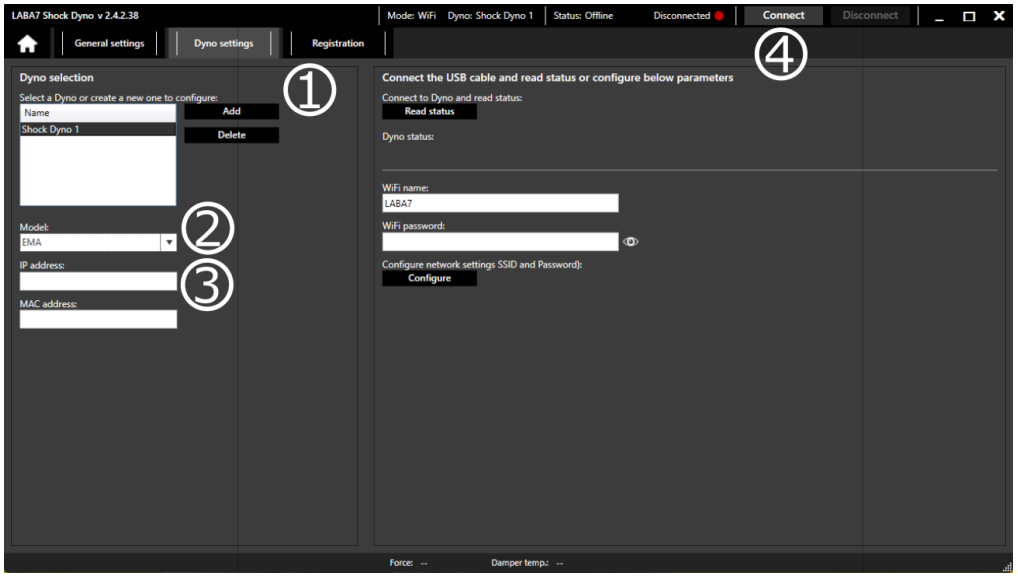

*Figure 16*
4. Add a new Dyno model by clicking Add button (Figure 16 – Step 1).
7. Select Model: EMA (Figure 16 – Step 2).
8. Enter the IP address of the device. The IP address is shown on the screen of the power supply (Figure 16 – Step 3).
9. Press Connect (Figure 16 – Step 4). Connected status indicates, that the connection is successful.